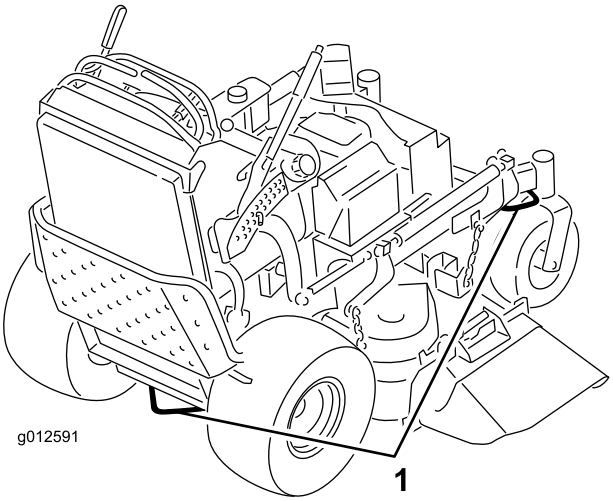

**Figuur 26**
6. Gebruik de metalen bindogen op de machine om de machine goed te bevestigen op de aanhangwagen of de vrachtwagen met banden, kettingen, kabels of touwen (Figuur 26).